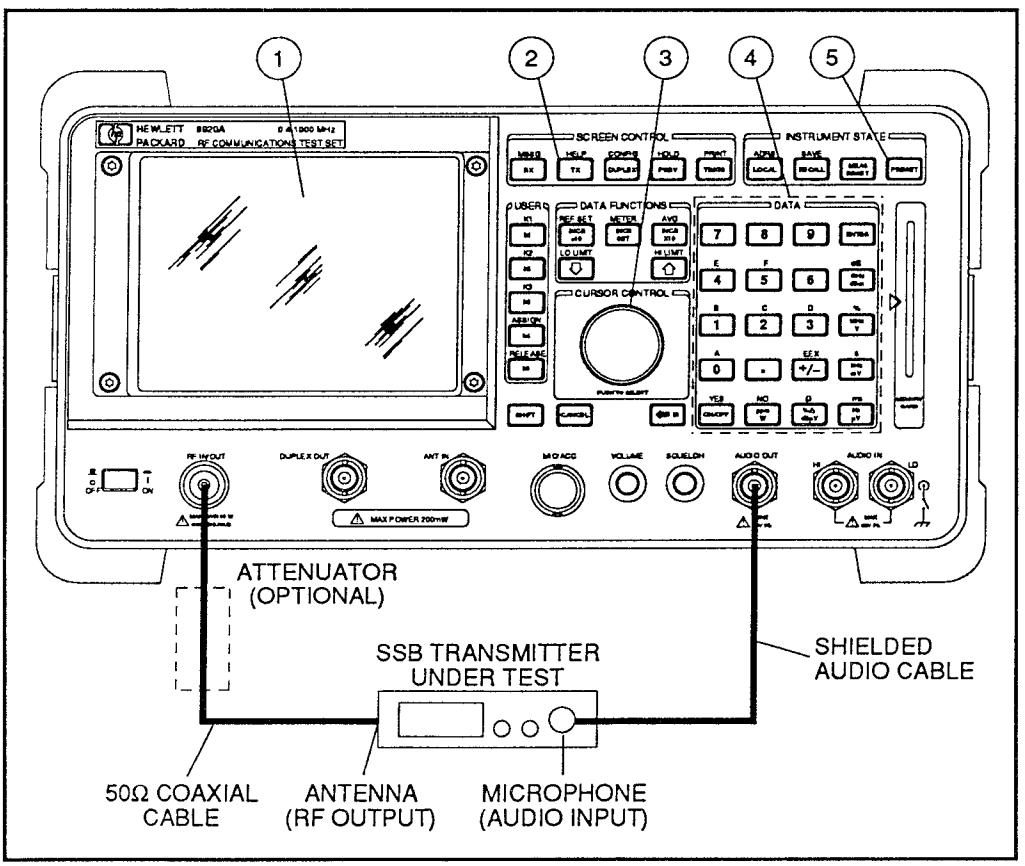

Figure 23: SSB frequency/frequency error setup
1. Connect the transmitter as shown in Figure 23.